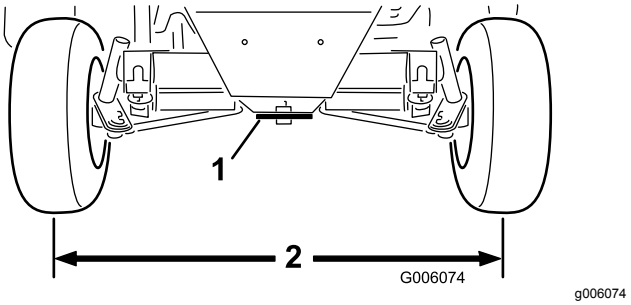

Figuur 64
2. Stel beide spoorstangen af totdat de afstand hart-op-hart aan de voorzijde en achterzijde van de achterwielen gelijk is (Figuur 64).